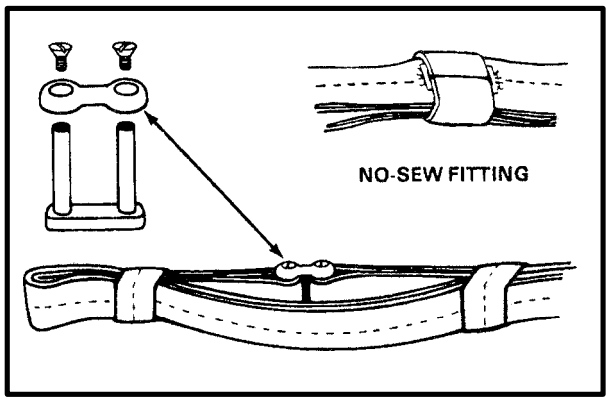

*Figure 6-19. Connector Link*
**b. Nylon Sling Leg.** The maximum capacity of each sling leg is 5,560 pounds. Each sling leg is made from a nylon web loop, 15 feet long, that is connected to itself by a connector link (Figure 6-19). The connector link is the same type link that is used on the web ring. The separate nylon plies are held together by five web keepers. Three of the keepers are sewn to the nylon loops and the other two are called floating web keepers. The floating web keepers are located at either end of the nylon leg where they can slide back and forth to act as a cinch. All web keepers are held together by a no-sew fitting as shown in Figure 6-19.